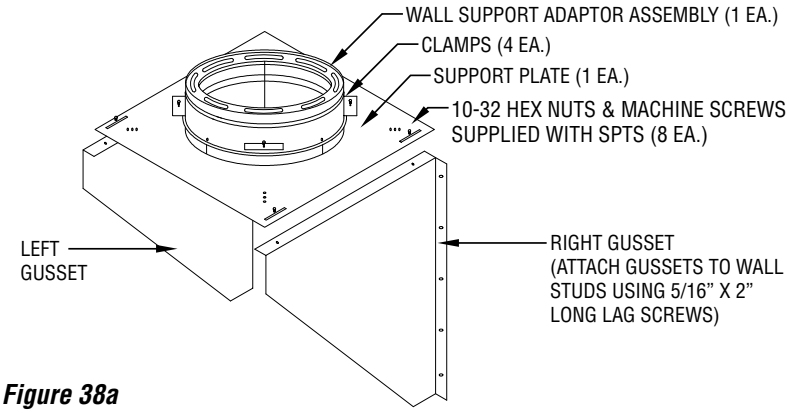

Figure 38a
7. Attach wall support plate to wall support adaptor using 4 clamps provided. Do not tighten. *(See **Figure 38a**).*
9. Install the tee cap to the bottom of the wall support adaptor with a minimum of two (2) #10 x 1/2” sheet metal screws.